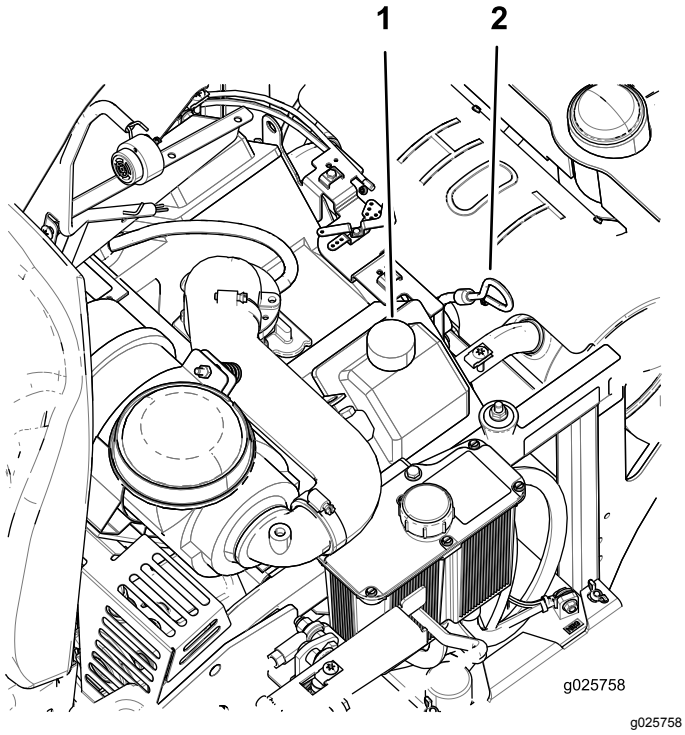

Figure 36
4. Pour éviter de faire tomber de l'herbe, de la poussière, etc., dans le moteur, nettoyez la surface autour du bouchon de remplissage-jauge d'huile, avant de l'enlever (Figure 36).
8. Si le niveau d'huile est trop bas, essuyez la surface autour du bouchon de remplissage, retirez le bouchon et faites l'appoint d'huile jusqu'à ce que le niveau atteigne le repère **maximum** sur la jauge (Figure 36).
4. Versez lentement environ 80 % de l'huile spécifiée dans le tube de remplissage, puis faites l'appoint lentement jusqu'à ce que le niveau atteigne le repère maximum (**Full**) sur la jauge (Figure 36).
5. Démarrez le moteur et conduisez la machine jusqu'à une surface plane et horizontale. Vérifiez à nouveau le niveau d'huile (Figure 36).